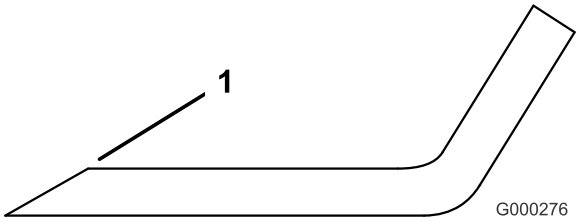

Figur 93
1. Bruk en fil til å slipe eggen i begge ender av kniven (Figur 93). Oppretthold den originale vinkelen. Kniven opprettholder balansen hvis like mye materiale fjernes fra begge kniveggene.